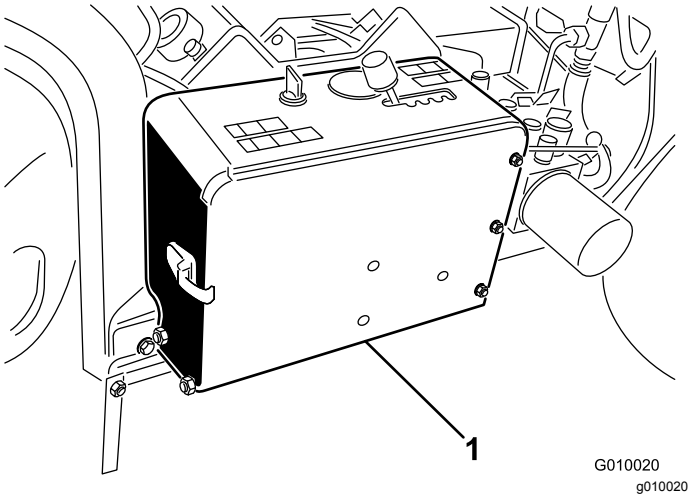

Figur 5
2. Ta bort batteriet från batterifacket (Figur 5).